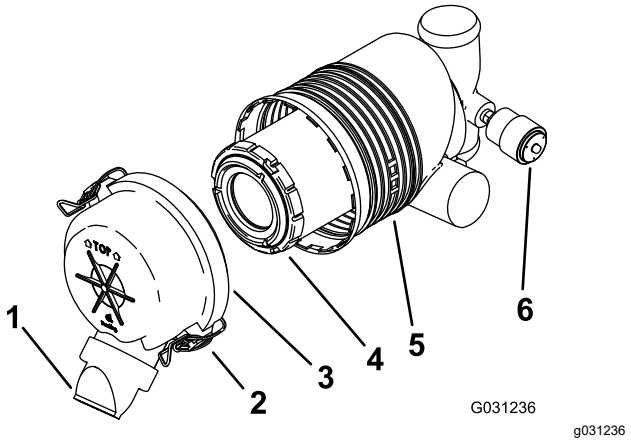

Figura 30
Importante: **Cambie el filtro del limpiador de aire únicamente cuando el indicador de mantenimiento se ve rojo (Figura 30). El cambiar el filtro antes de que sea necesario sólo aumenta la posibilidad de que entre suciedad en el motor al retirar el filtro.**
5. Abra los cierres del limpiador de aire y tire de la tapa de la entrada de aire para separarla del cuerpo del limpiador de aire (Figura 30).
- Si el indicador de mantenimiento se ve transparente, instale la tapa del limpiador de aire con el tapón antipolvo orientado hacia abajo, y cierre los enganches (Figura 30).
1. Extraiga con cuidado el filtro del cuerpo del limpiador de aire (Figura 30).
3. Instale el filtro con cuidado (Figura 30).
4. Instale la tapa del limpiador de aire con el tapón antipolvo orientado hacia abajo, y cierre los enganches (Figura 30).